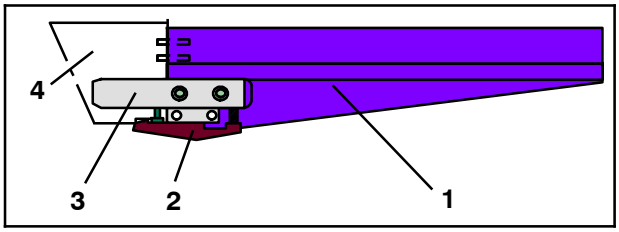

Fig. 39 Dispositif côté dérouleur
9. Côté enrouleur, introduire le dispositif (Fig. 39/1) dans le rail (Fig. 39/4) du logement de la cassette, la barre (Fig. 39/3) devant s'insérer dans la rainure du rail avec les goupilles
10. Introduire le dispositif (Fig. 39/1) jusqu'à ce que le cliquet (Fig. 39/2) s'encliquette